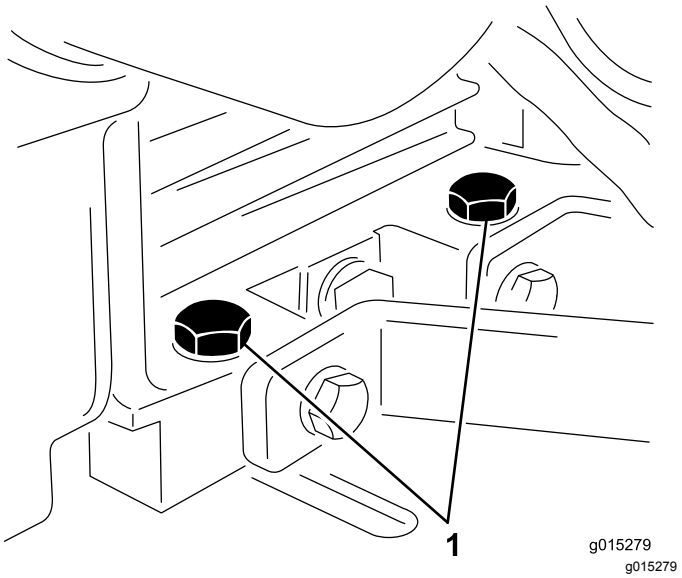

Figura 21
2. Desaperte os parafusos de montagem do motor (Figura 21).